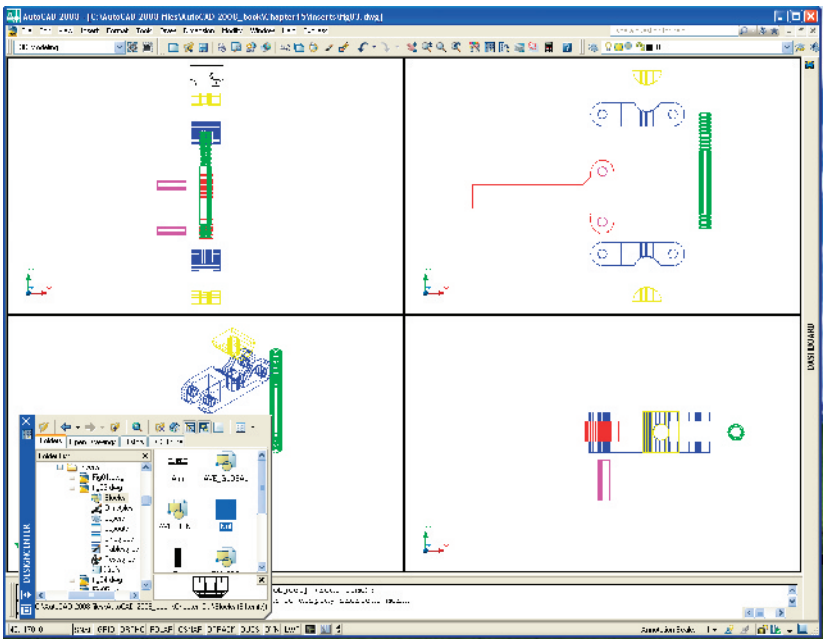

Fig. 15.3 First example – **inserting 3D blocks**
6. *Drag* and *drop* the blocks one by one into one of the viewports on screen. Fig. 15.3 shows the **Nut** block ready to be *dragged* into position in the **Right** viewport. As the blocks are *dropped* on screen, they will need moving into their correct positions in relation to other parts of the assembly by using the **Move** tool from the **2D Draw** control panel in suitable viewports.